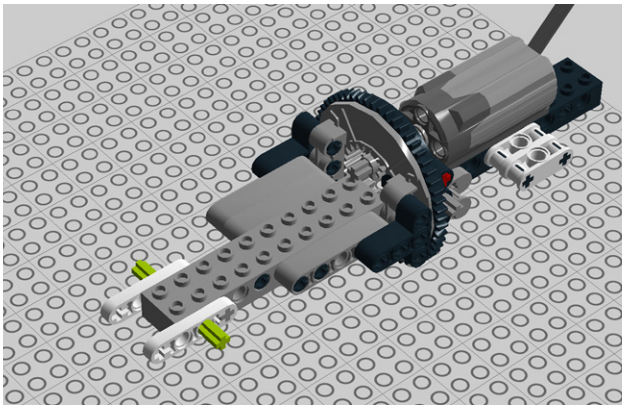

Figure 7-94. *Step 87: Adding a cross axle*
87. Slide a 5M cross axle through; it won't want to stay there. Figure 7-94 shows how things should be arranged now.